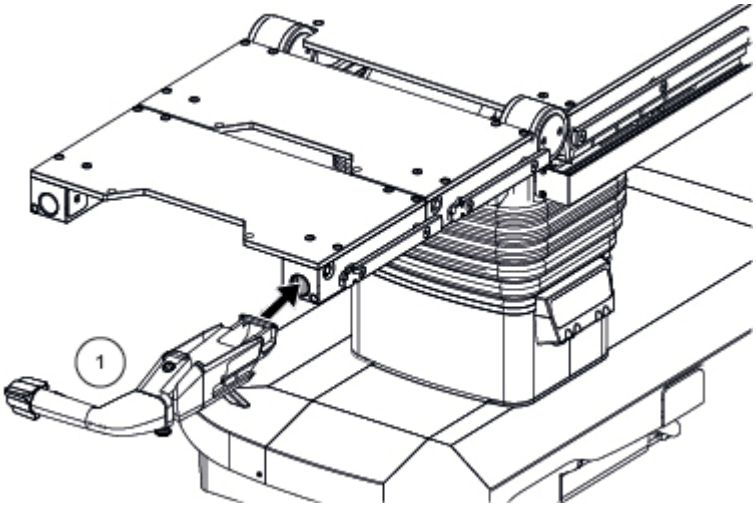

Figura 7-8. Inserte el mango para el traslado motorizado
1. Coloque el mango para el traslado motorizado (1) en el raíl y asegúrese de que la palanca de sujeción permanece abierta. Consulte la *Figura 7-8*.